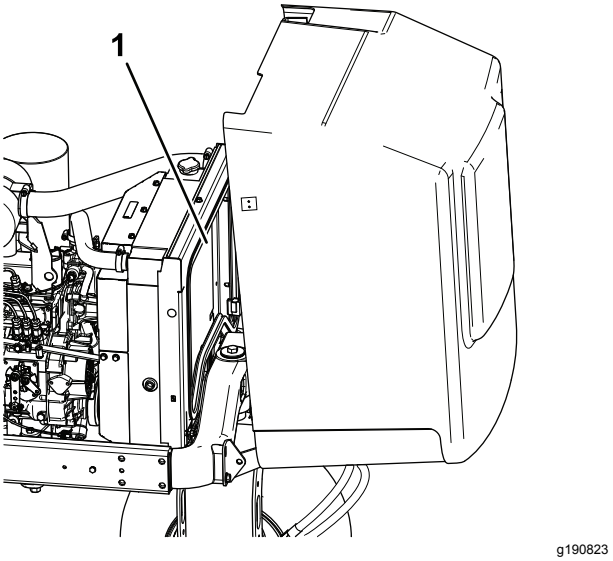

Figur 68
5. Rengör båda sidor av kylaren och oljekylaren noggrant med vatten eller tryckluft (Figur 68).